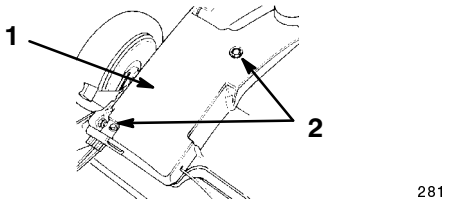

Bild 34
4. Entfernen Sie die beiden Schrauben, mit denen die Riemenabdeckung befestigt ist und entfernen diese (Bild 34).
2. Entfernen Sie die beiden Schrauben, mit denen die Riemenabdeckung am Schneidwerk abgesichert wird (Bild 34).